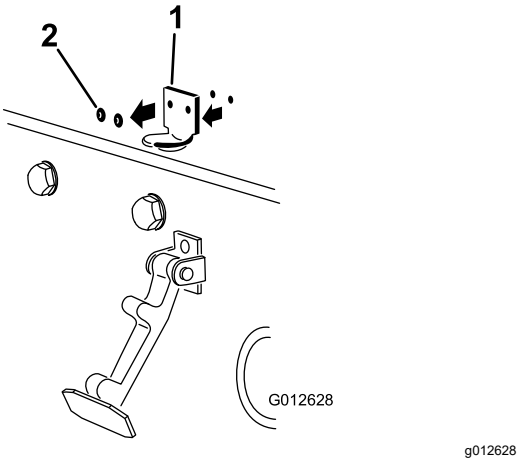

Figuur 4
2. Verwijder de 2 popnagels waarmee de motorkapvergrendeling aan de motorkap is bevestigd (Figuur 4).